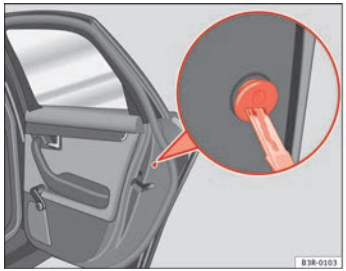

Fig. 72 Manual locking device
– Use the key ⇒ fig. 72 to turn the cap slightly and then fold it downwards.